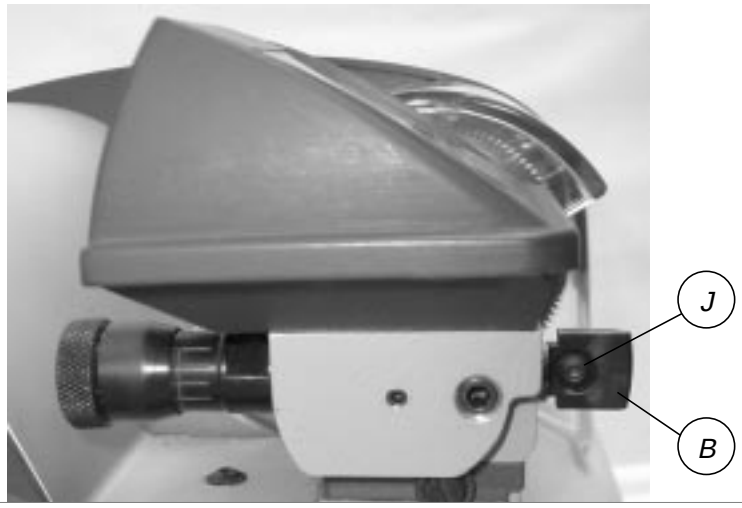

Fig. 26
2) Loosen and remove the screw (J) and remove the tracer point (B) (fig.26).
3) Place the new tracer point in position and fix with the screw (J).